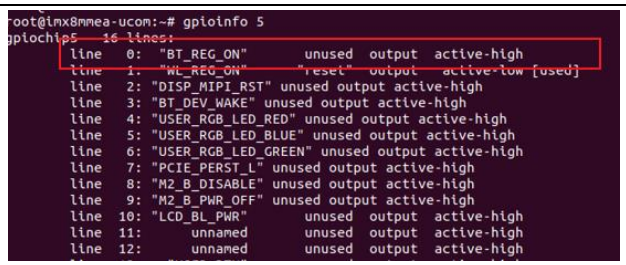

Figure 11 BT_REG_ON pin GPIO status
To measure the CYW43022 power consumption, connect the power monitor in series with the AIROC™ 43022 device (see Figure 11).
2. For VBAT (3.3 V), do the following (see Figure 11):
3. For VDDIO (1.8 V), do the following (see Figure 11):
Verify whether the BT_REG_ON pin is configured properly using the following command (see Figure 11):